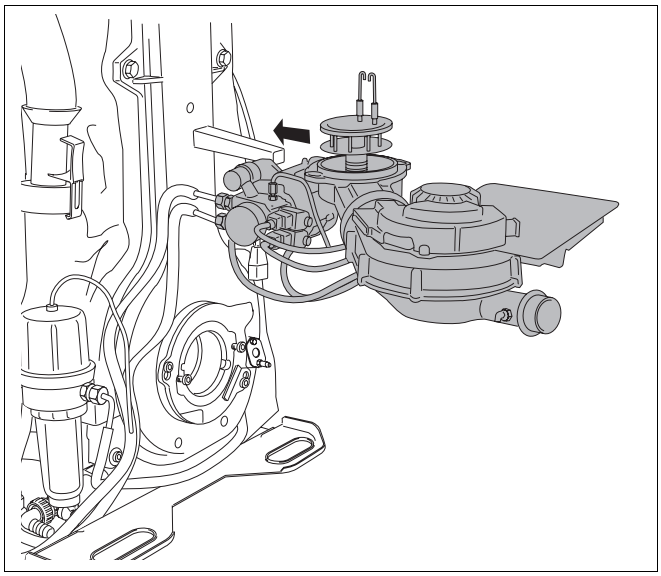

Rys. 58 Ustawienie palnika w pozycji serwisowej
- Ustawić palnik w pozycji serwisowej (rys. 58).